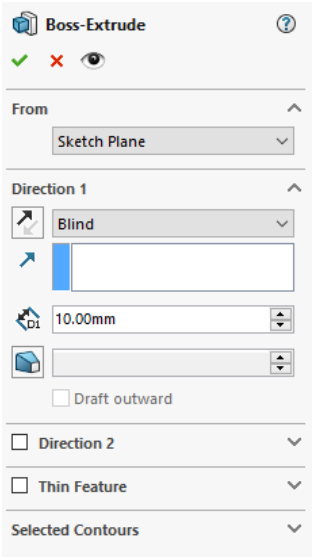

Figure 2-78** The **Boss-Extrude PropertyManager
1. Choose the **Extruded Boss/Base** button from the **FeaturesCommandManager**; the sketch is automatically oriented to the trimetric view and the **Boss-Extrude PropertyManager** is displayed, as shown in Figure 2-78.